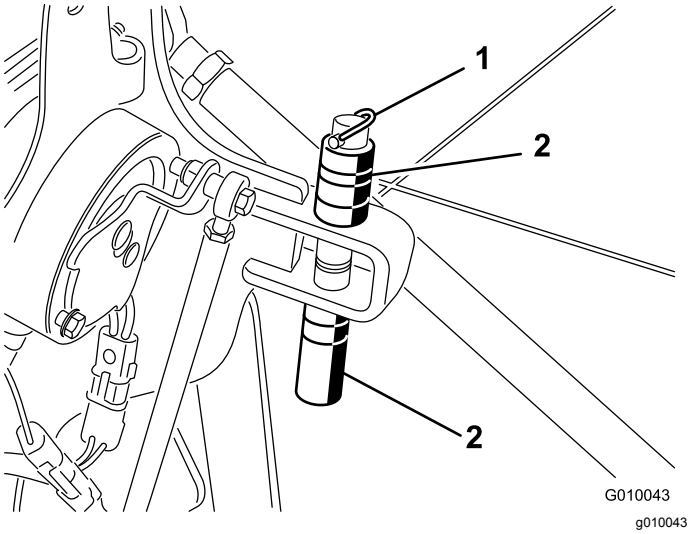

Figur 22
2. Fjern ringstiften som holder avstandsstykkene og dybdestiftene (Figur 22).